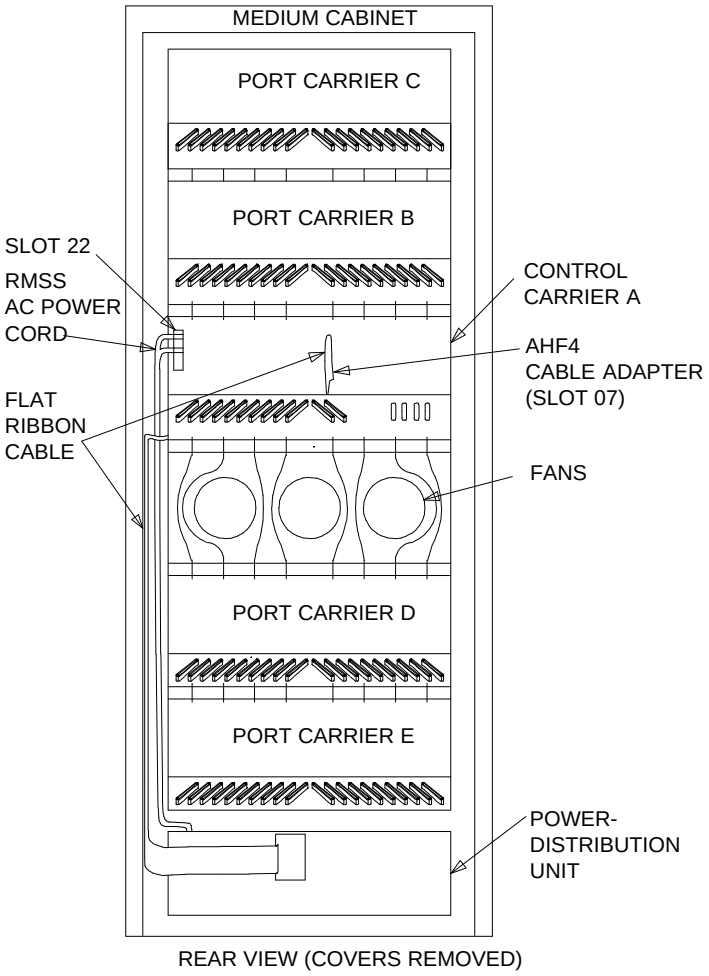

Figure 2-17. R1V3 System Cabinet
2. Disconnect the AHF4 cable adapter from behind slot ‘‘07’’ of control carrier ‘‘A’’ (see Figure 2-17).